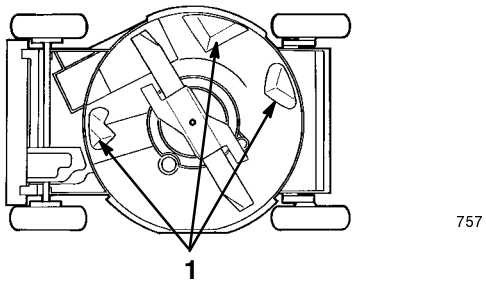

**Figure 20**
To ensure best performance, keep the underside of the lawn mower housing clean. Be especially careful to keep the kickers free of debris (Fig. 20).
3. Tip the lawn mower onto its left side (air filter up) (Fig. 20).